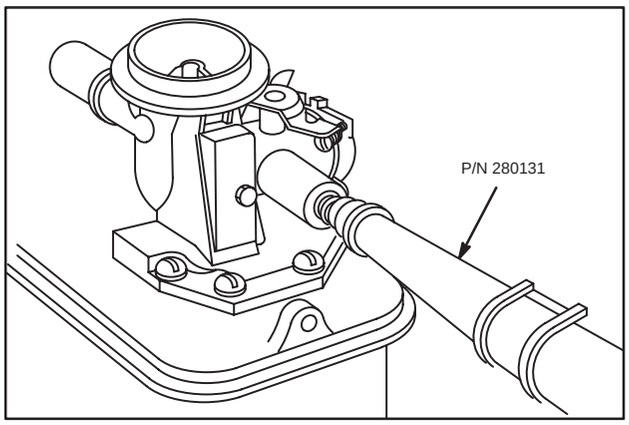

Fig. 248 – ASSEMBLING PRESSED-IN VALVE
5. Oil fill tube, Part #280131 will help firmly seat valve assembly, Fig. 248.